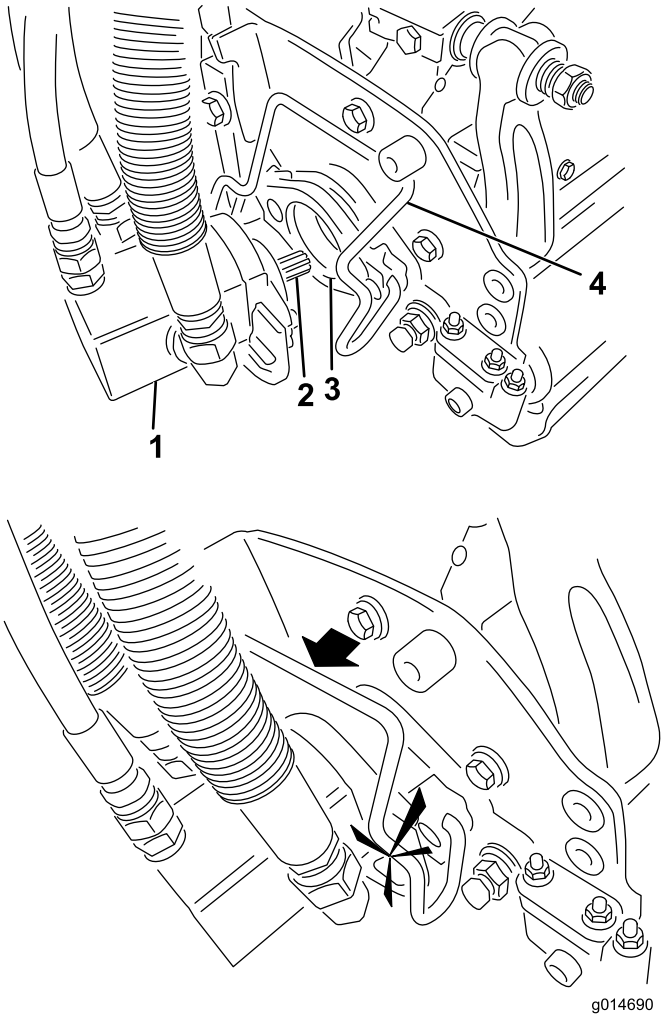

Figur 34
5. Dekk kileakselen i klippeenhetsmotoren med rent smørefett (Figur 34).
6. Sett motoren inn på klippeenhetens venstre side (fra brukerens synspunkt), og dra motorholdebøylen på klippeenheten mot motoren til du hører et "klikk" på begge sider av den (Figur 34).